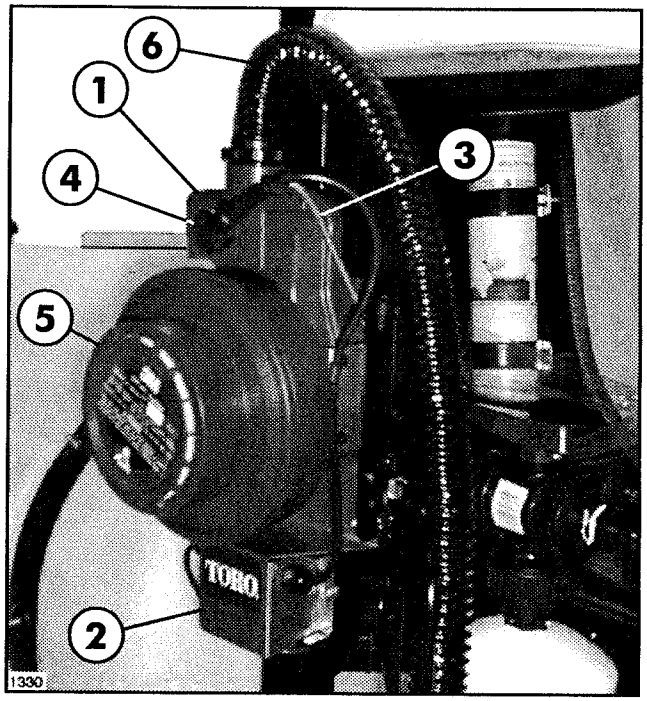

FIG. 5
14. Slide the Motor/Blower Unit into the Vehicle Mount PAPR Assembly and secure using Spring on top of Vehicle Mount PAPR Assembly. See FIG. 5.